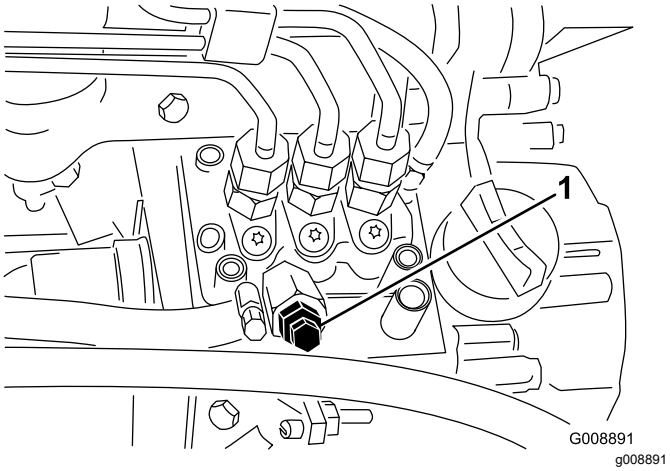

Rysunek 50
4. Odkręć śrubę odpowietrzania na pompie wtryskowej paliwa (Rysunek 50).